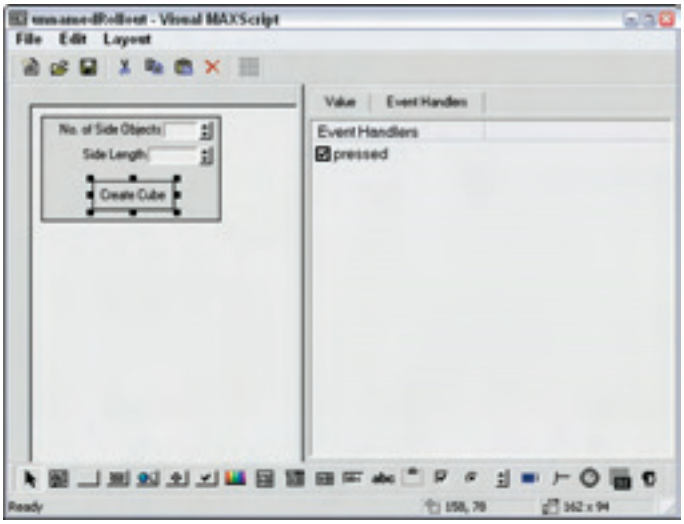

Figure 49-16: The rollout laid out in the Visual MAXScript window
7. Drag over the top of both the spinners to select them both, and choose Layout ➪ Align ➪ Right (or press Ctrl+right arrow) to align the spinners. Figure 49-16 shows how the rollout layout looks.